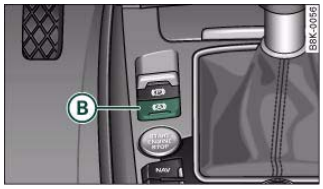

Fig. 137 Detail of the centre console: Button for Audi hold assist
– Press button (B) ⇒ fig. 137 in the centre console to switch on the Audi hold assist function. The indicator lamp in the switch will light up.
– Press button (B) ⇒ fig. 137 to switch off the Audi hold assist function. The indicator lamp in the switch will go out.
– If you press button (B) while the vehicle is being held by the Audi hold assist function, the electro-mechanical parking brake (P) will automatically take over. The parking brake will not take over if the foot brake is applied simultaneously.
– Audi hold assist is switched off automatically if you open the driver's door, unbuckle the seat belt or switch off the engine. If this happens when the green symbol (P) is displayed in the instrument cluster, the parking brake will be applied automatically to ensure that the vehicle is parked safely.